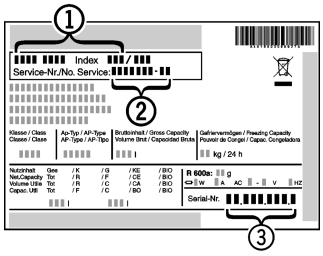

Fig. 14
▶ Relever la désignation de l'appareil *Fig. 14 (1)*, le n° de service *Fig. 14 (2)* et le n° de série *Fig. 14 (3)* sur la plaquette signalétique. Cette plaquette se trouve sur la paroi intérieure gauche de l'appareil.
▶ Informer le S.A.V. et lui communiquer la panne, la désignation de l'appareil *Fig. 14 (1)*, le n° de service *Fig. 14 (2)* et le n° de série *Fig. 14 (3)*.